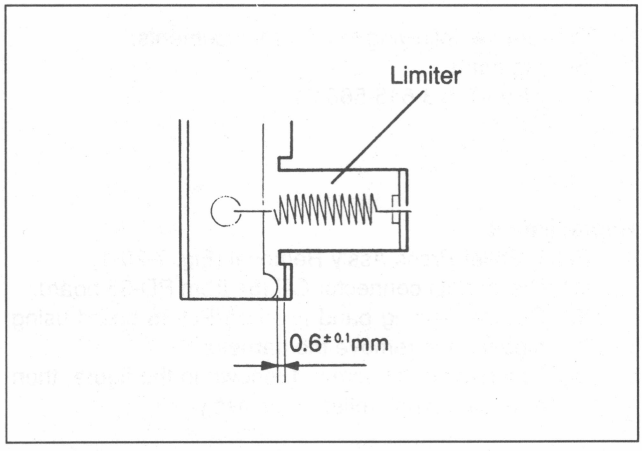

Fig.7-20-3 Limiter Clearance Check
3. Limiter Clearance Check and Adjustment (Fig. 7-20-3)